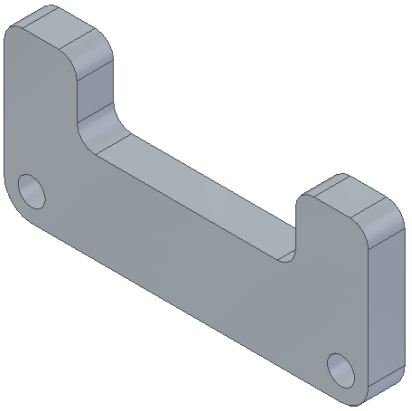

Figure 2-53 *The final extruded model*
4. Enter **20** in the edit box and press Enter; the extruded feature is created, as shown in Figure 2-53.